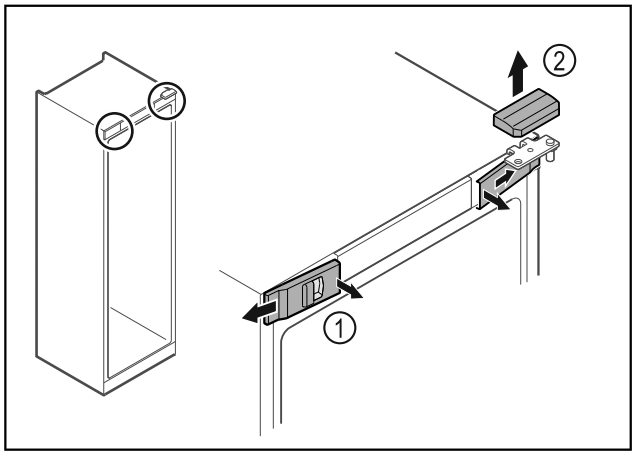

Fig. 6
▶ Deblocați apărătorile frontale din interior *Fig. 6 (1)* și detașați-le în lateral.
▶ Scoateți în sus *Fig. 6 (2)* apărătoarea.